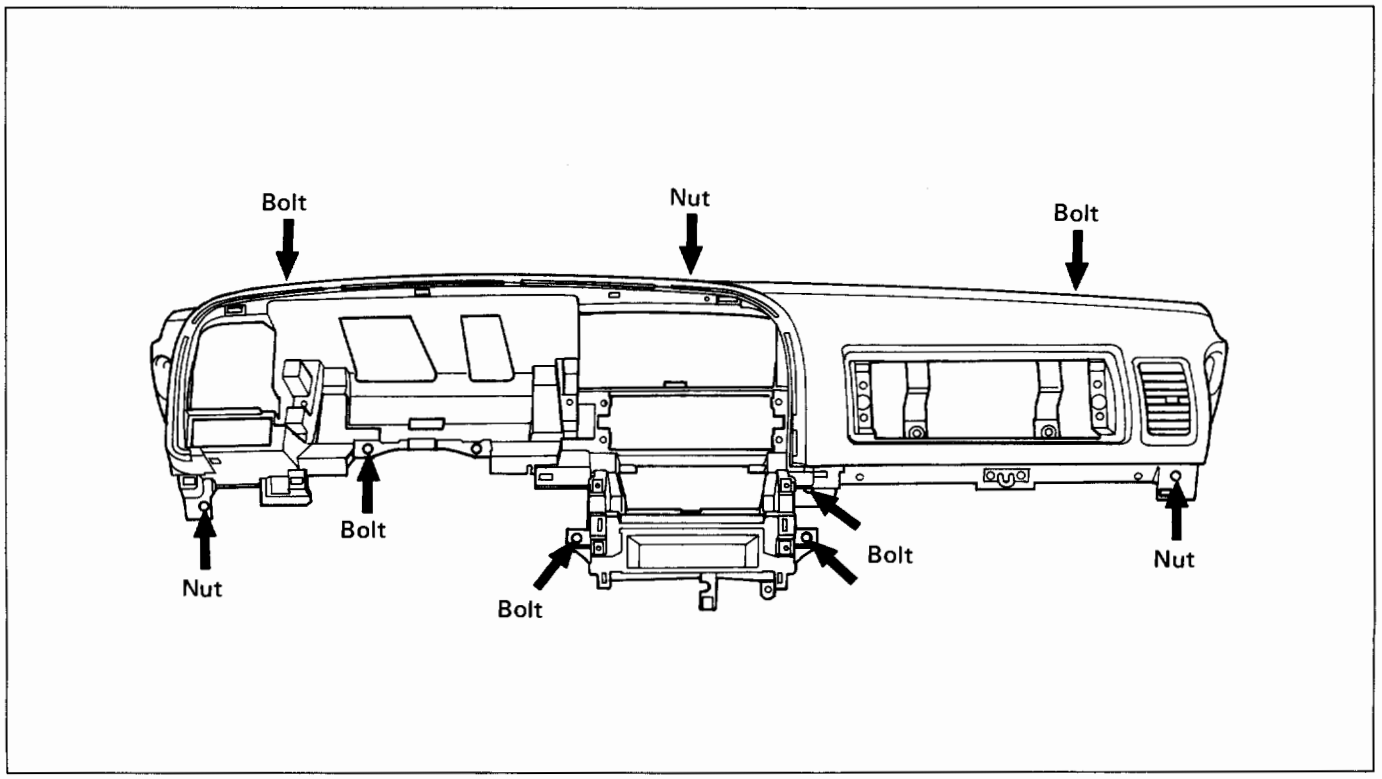

Fig. 10-14
- Remove 4 bolts and 2 nuts under the instrument panel assembly, and the upper left and right bolts and the center nut. (Fig. 10-14)